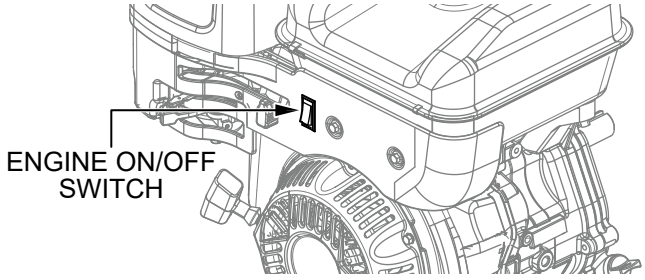

Figure 37. Engine ON/OFF Switch (ON)
2. Place the engine ON/OFF switch (Figure 37) in the **ON** position.